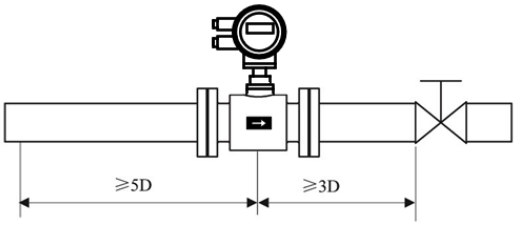
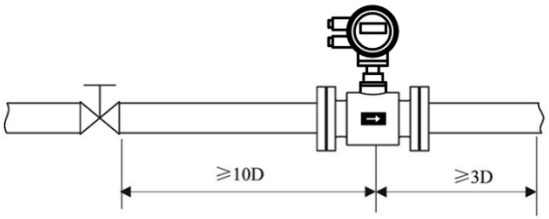
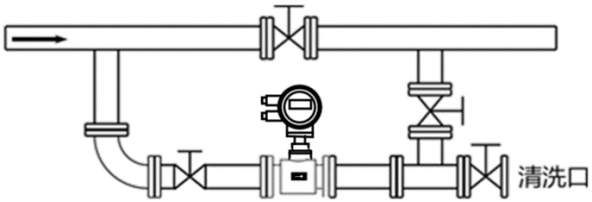

图 5
图 6
图 7
(1) 位置
(2) 避免磁场干扰
(3) 直管段长度
- 为确保流量计的测量精度，建议应保证传感器上游直管段长度至少应为 5 倍管径(5D)，下游直管段长度至少应为 3 倍管径(3D)。(参见图 5、图 6)
(4) 维修空间
(5) 对工艺上不允许流量中断的管道
- 在安装电磁流量计时应加设旁路通管和清洗口，如图 7 所示，这种装置可在流量计退出使用的情况下，保证设备系统连续工作。
(6) 电磁流量计的支撑